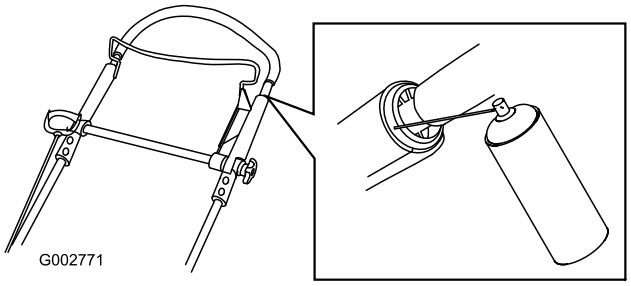

Figur 42
1. Sprøjt på det indre håndtags ydre plastikende (Figur 42).